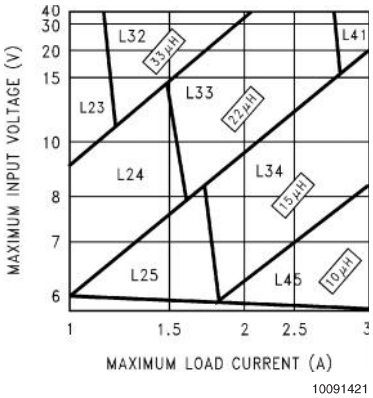
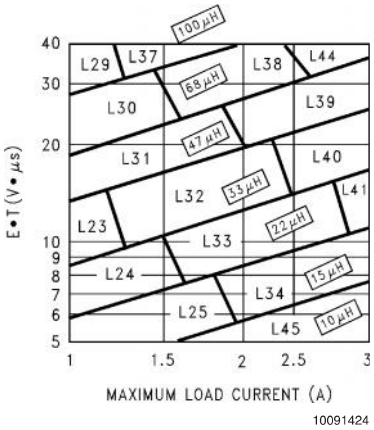

FIGURE 3. LM2676-3.3
FIGURE 6. LM2676-ADJ
Step 3: Determine the inductor required by using one of the four nomographs, *Figure 3* through *Figure 6*. Table 1 provides a specific manufacturer and part number for the inductor.
Step 5: Determine an input capacitor from Table 4 for fixed output voltage applications. Use Table 2 to find the specific capacitor type. For adjustable output circuits select a capacitor from Table 2 with a sufficient working voltage (WV) rating greater than Vin max, and an rms current rating greater than one-half the maximum load current (2 or more capacitors in parallel may be required).
Step 3: Use the nomograph for the 3.3V device ,*Figure 3*. The intersection of the 16V horizontal line (V_{in} max) and the 2.5A vertical line (I_{load} max) indicates that L33, a 22µH inductor, is required.
Step 3: To use the nomograph for the adjustable device, *Figure 6*, requires a calculation of the inductor Volt•microsecond constant (E•T expressed in V•µS) from the following formula:
Using *Figure 6*, the intersection of 27V•µS horizontally and the 2A vertical line (I_{load} max) indicates that L38 , a 68µH inductor, should be used.
Important Note: When using the adjustable device in low voltage applications (less than 3V output), if the nomograph, Figure 6, selects an inductance of 22µH or less, Table 6 does not provide an output capacitor solution. With these conditions the number of output capacitors required for stable operation becomes impractical. It is recommended to use either a 33µH or 47µH inductor and the output capacitors from Table 6.